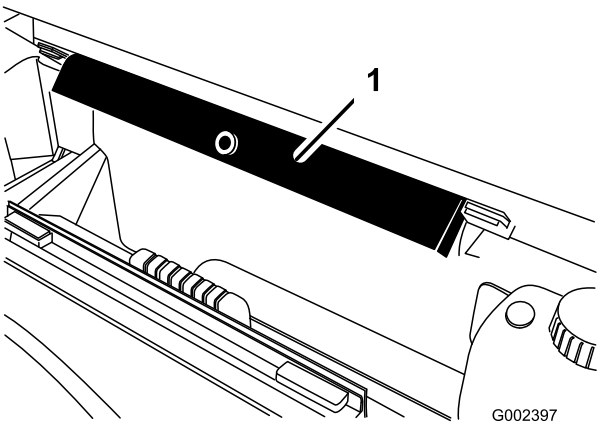

Figur 12
2. Ta loss säkerhetsstödet från förvaringsfästena baktill på vältskyddspanelen (Figur 12).